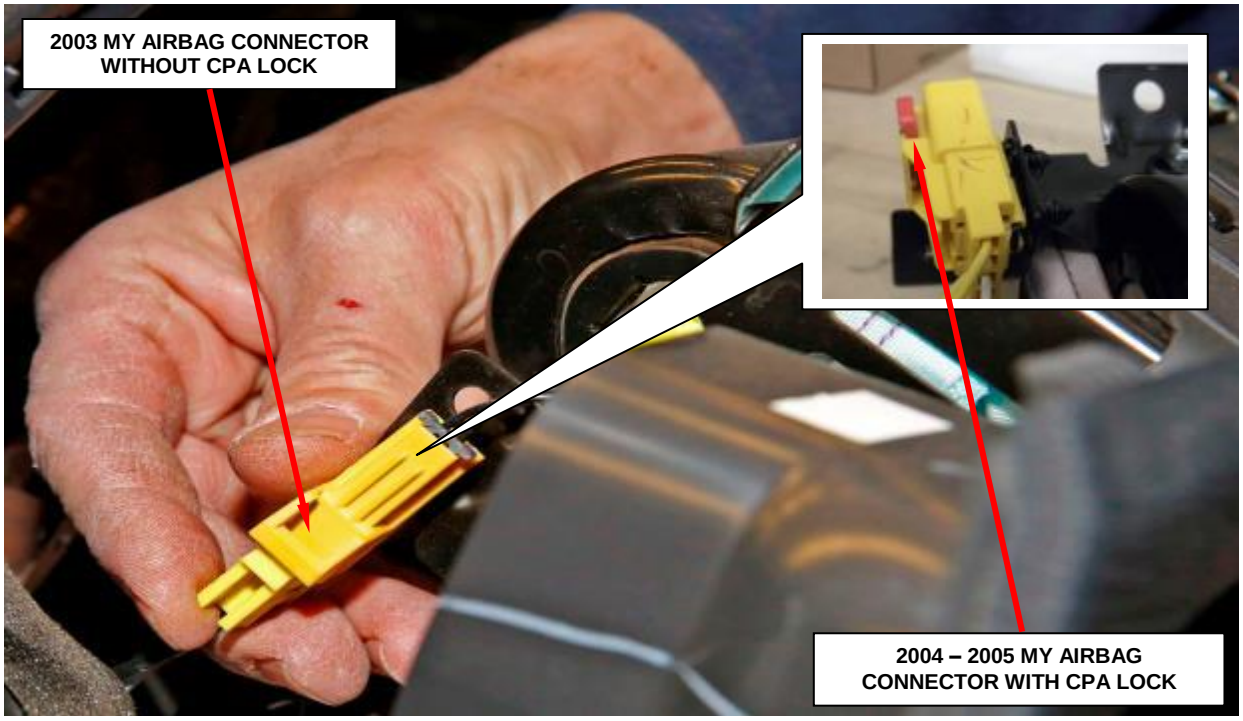

**Figure 17 – Passenger Airbag Connector**
a. If equipped, slide the red Connector Position Assurance (CPA) lock on the connector toward the side of the connector (Figure 17).